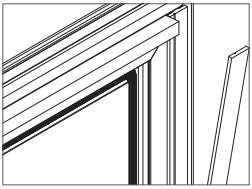

Abb. 4: Magnetband ausrichten
5. zu Abb. 4: Richten Sie das selbstklebende Magnetband am Magnetband des Drehrahmens aus.